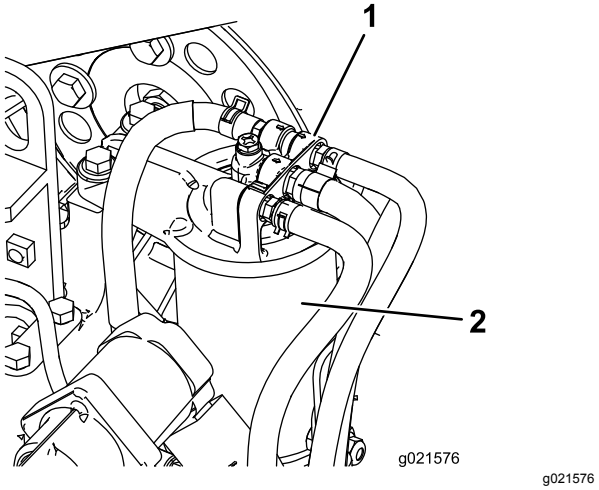

Figuur 79
1. Maak de omgeving van de kop van het brandstoffilter schoon (Figuur 79).
2. Verwijder het filter en reinig het filterkopplaatsingsoppervlak (Figuur 79).